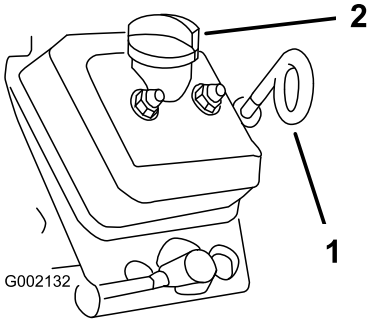

Figur 32
3. Rengør området omkring målepinden og påfyldningsdækslet (Figur 32) med en klud, så der ikke trænger snavs ned i målepindsrøret eller oliepåfyldningsstudsen og beskadiger motoren.
4. Tag målepinden ud, og tør den af (Figur 32).
5. Før målepinden ind i målepindsrøret, og sørg for, at det sidder helt i bund (Figur 32).
8. Sæt påfyldningsdækslet på (Figur 32).
9. Sæt målepinden ordentlig i (Figur 32).